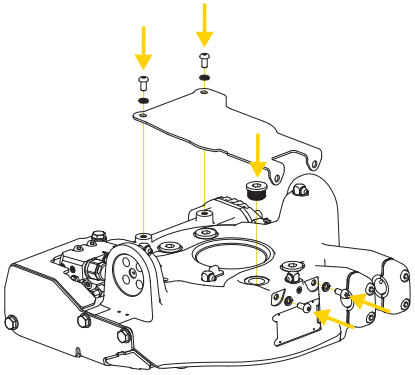

Afbeelding14. Demonstreer de beschermkap.
2. Verwijder de afdekplaat (indien nodig) en de plug van de schroefverbinding. Zie Afbeelding14.